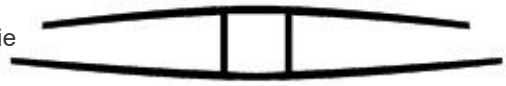

Rysunek 7
2. Metoda „na mokro”: oba kanały profilu są w połowie wypełniane silikonem, który działa, po montażu i utwardzeniu, zarówno jak uszczelniacz i klej. Może zapewnić lepszą ochronę przed warunkami atmosferycznymi na mniejszych pochyłościach, niż metoda „na sucho”, ale bardzo trudno jest ją prawidłowo i równo zastosować (Rysunek 7).